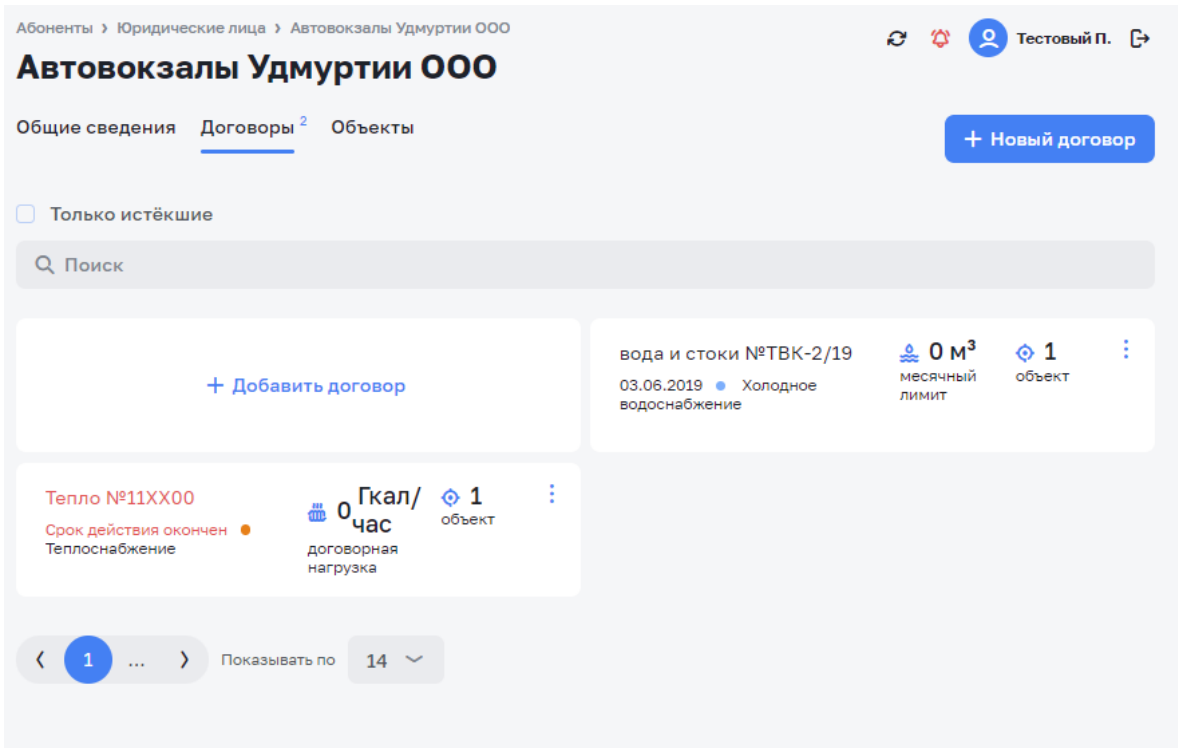
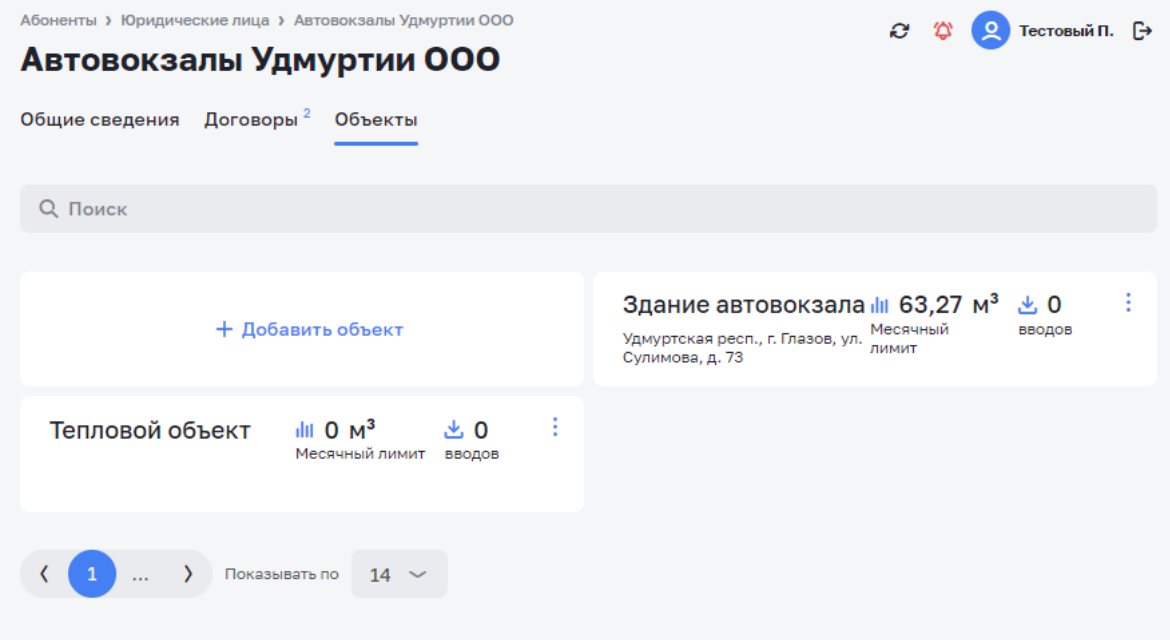

Рисунок 56 – Вкладка «Договоры» абонентской записи
Рисунок 59 – Вкладка «Объекты» абонентской записи
– Договоры (см. Рисунок 56);
– Объекты (см. Рисунок 59).
Кнопка Редактировать (см. Рисунок 56) позволяет открыть для редактирования абонентскую запись (см. 3.6.3).
Кнопка ⋮ в верхнем правом углу договора (см. Рисунок 56) открывает меню работы с договором:
Работа на вкладке «Объекты» (см. Рисунок 59) аналогична работе на вкладке «Договоры» (см. Рисунок 56).